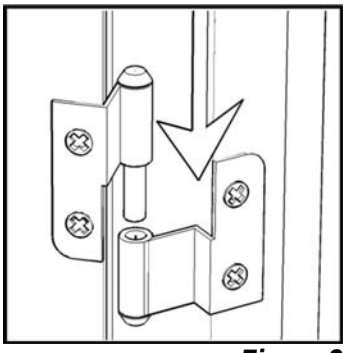

Figure 2
Attach Doors (N) and (O) by sliding door lift hinges into the side panel lift hinges.(See Figure 2)